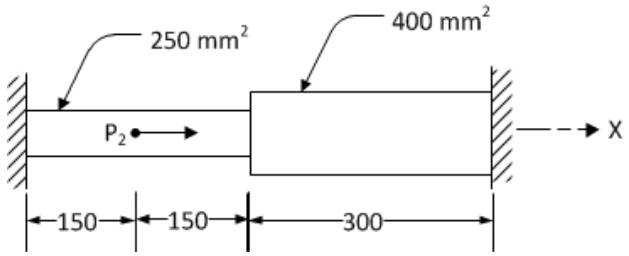

Figure 2
Q.2 **(a)** The bar shown in figure 2 is subjected a temperature rise of 40 ºC in addition to a point load of P_2 = 200 kN. Determine the nodal displacements. Take E = 200 GPa, $\alpha = 11.7 \times 10^{-6}$ per ºC. **07**